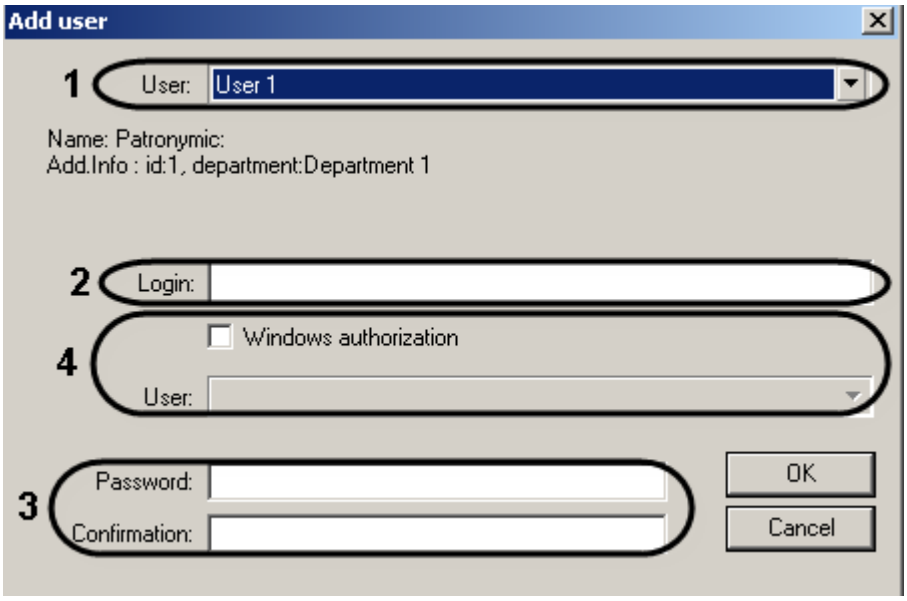

Figure 8.22-19 The “Add user” dialog box
4. The “Add user” dialog box is displayed (Figure 8.22-19).
5. Select the account name registered for operator in the “User” list (Figure 8.22-19, 1).
6. In the “Login” field specify the login that will be assigned to the operator for authorization in INTELLECT™ (Figure 8.22-19, 2).
7. In the “Password” field specify the password that will be assigned to the operator for authorization in INTELLECT™ (Figure 8.22-19, 3).
8. Respecify the password in the “Confirmation” field (Figure 8.22-19, 3).
9. If the Windows account is to be used for user authorization in INTELLECT™, then set the “Windows authorization” checkbox checked and select the name of account in the “User” list (Figure 8.22-19, 4).
10. Click the “OK” button (Figure 8.22-19).